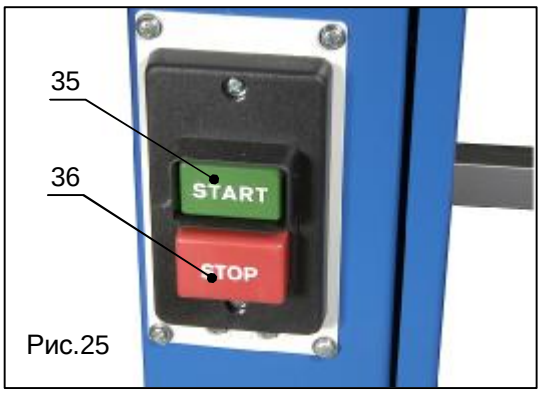

Рис.25
1. Для запуска ленточной пилы нажмите на зеленую кнопку выключателя (поз.35, рис.25).
2. Для прекращения работы нажмите на красную кнопку выключателя (поз.36, рис.25).